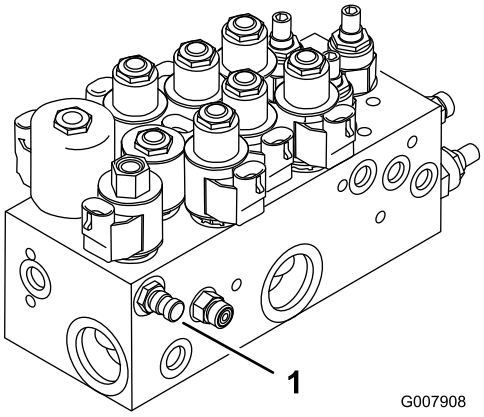
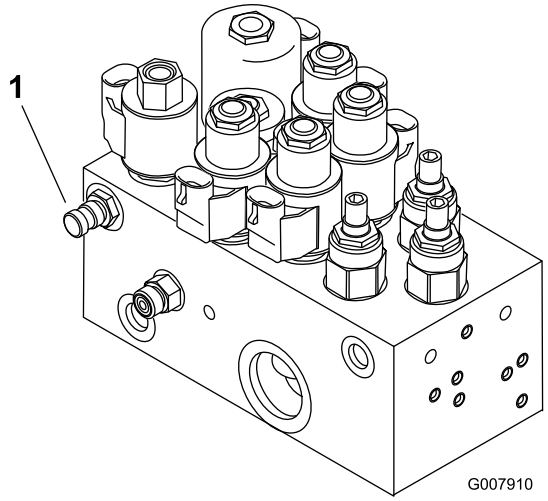

Figura 77
Figura 78
1. A porta de teste A (Figura 77 e Figura 78) é utilizada para ajudá-lo a detectar os problemas no circuito hidráulico dos cilindros de elevação.